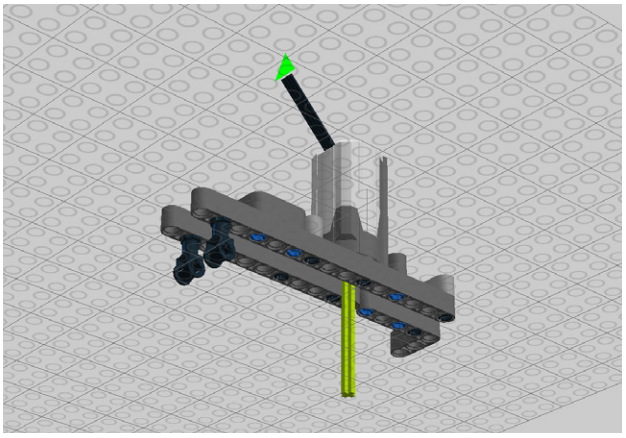

Figure 5-49. *Step 42: Inserting the cross axle*
42. Stick a 7M cross axle into the motor's hub. Figure 5-49 shows this.